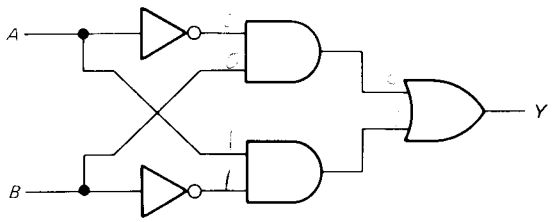

Fig. 2-23
2-20. If both inputs are high in Fig. 2-23, what is the output? What is the boolean equation for the circuit? Describe the truth table.
a. If both inputs are false in Fig. 2-23, what is the output?
b. What is the output in Fig. 2-23 if one input is false and the other true?
c. In Fig. 2-23 what is the output if all inputs are true?